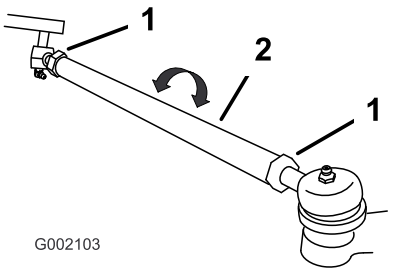

Figura 63
7. Se la misura non rientra nel campo specificato di 0–6 mm, allentate i controdadi da ambo i lati dei tiranti (Figura 63).